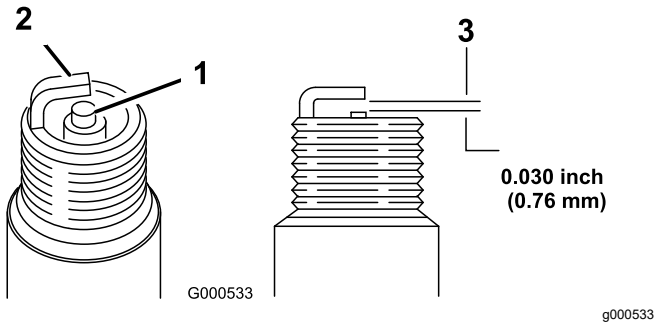

Figur 46
1. Se på midten af tændrørene (Figur 46).
2. Kontroller gabet mellem elektroderne i midten og ved siden (Figur 46), og bøj sideelektroden, hvis gabet ikke er korrekt.